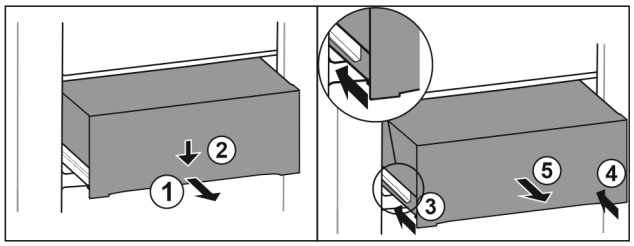

Fig. 230
▶ Pull out drawer half-way. *Fig. 230 (1)*
▶ Push the drawer down at the front. *Fig. 230 (2)*
▶ Push the left rail in by about 2 cm. *Fig. 230 (3)*
▶ Push the right rail in by about 2 cm. *Fig. 230 (4)*
▶ Remove drawer to the front. *Fig. 230 (5)*